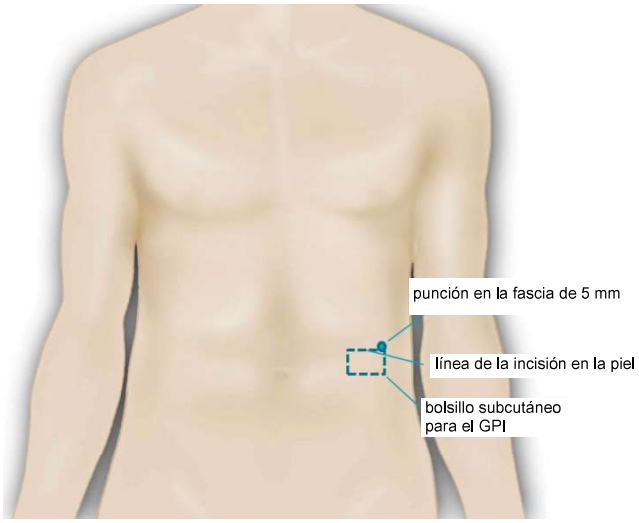

Figura 12 Incisión de la piel
1. Sujete la aguja del electrodo de línea discontinua negra en una posición cercana a su base (cerca del hilo de nailon), introduzca la aguja en un punto próximo a la línea media del esófago y extráigala en un punto por debajo del diafragma (figura 12). Realice una punción superficial extensa para garantizar la máxima cobertura del electrodo.
2. En el extremo lateral de la incisión en la piel, empuje el borde superior de la incisión con la punta del puerto 1 o 2 cm en dirección a la caja torácica y realice la punción en la fascia (figura 12), por encima del ángulo lateral superior del bolsillo.